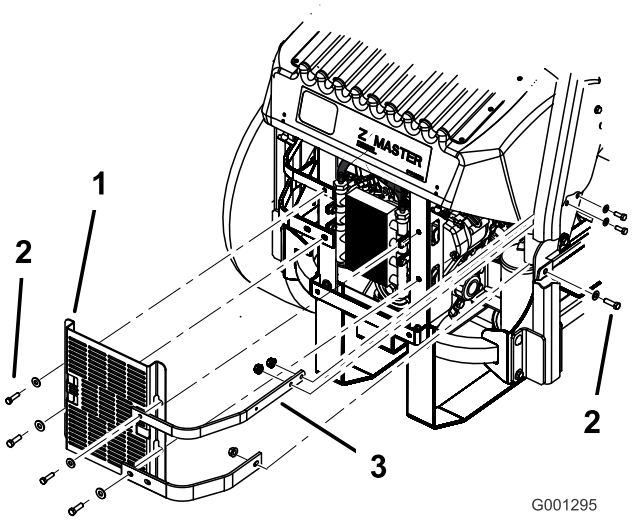

Figur 60
3. Fjern de fire bolte, der fastholder oliekølerens afskærmning til bagstellet (Figur 60).
4. Fjern de tre bolte, der fastholder motorbøjlerne til siden af maskinen (Figur 60).
12. Monter oliekølerafskærmningen og motorbøjlerne på bagstellet med de 4 bolte, som du tidligere afmonterede (Figur 60).
13. Monter motorbøjlerne på siden af maskinen (Figur 60).